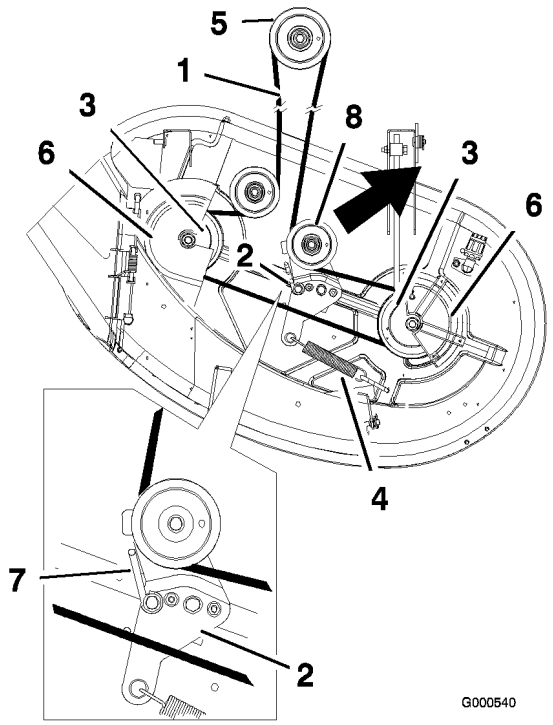

Figure 48
4. Déposez les couvercles de courroie en passant par-dessus les axes extérieurs et desserrez le guide-courroie (Figure 48).
5. Tirez la poulie de tension dans la direction indiquée (Figure 48) et retirez la courroie des poulies.
6. Acheminez la courroie neuve autour de la poulie du moteur (Figure 48).
7. Tirez la poulie de tension dans la direction indiquée (Figure 48) et acheminez la courroie autour de la poulie de tension (Figure 48).
8. Tournez le guide-courroie vers la poulie jusqu'à ce qu'il bute contre le bras de la poulie de tension (Figure 48).
9. Serrez le boulon du guide-courroie (Figure 48).